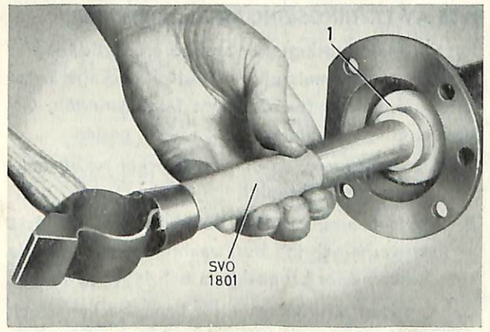

Bild 12. Montering av tätningsring
4. Driv in den nya tätningsringen. Se till att den drives i rätt. Använd verktyg SVO 1801 och SVO 2456, bild 12.